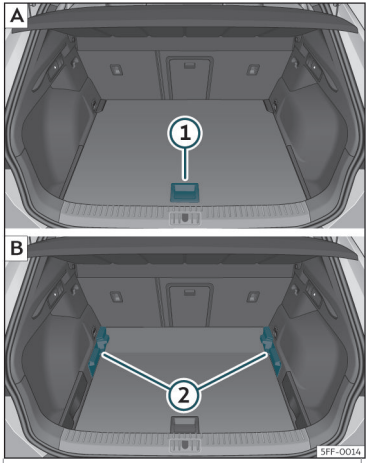

Fig. 109 Variable luggage compartment floor: [A] raised position; [B] lowered position.
- To move from the low position to the high position, lift the floor using the handle ››› **Fig. 109** ①, and pull it back until the front of the floor has fully passed the supports ››› **Fig. 109** ②.
- Move the floor forward over the supports as far as the rear seat backrest and then lower the floor with the handle ①.
- To move from the high position to the low position, lift the floor using the handle ››› **Fig. 109** ①, and pull it back until the front of the floor has fully passed the supports ››› **Fig. 109** ②.
- Now let the front part fall to the floor and slide the floor forwards as far as the rear seat backrest; lower the floor at the same time with the handle ①.
- Lift the variable floor in the high position using handle››› **Fig. 109** ①, pull it up and push it towards the backrest of the rear seats until it folds along the hinge line and the movable part of the floor is resting on itself.